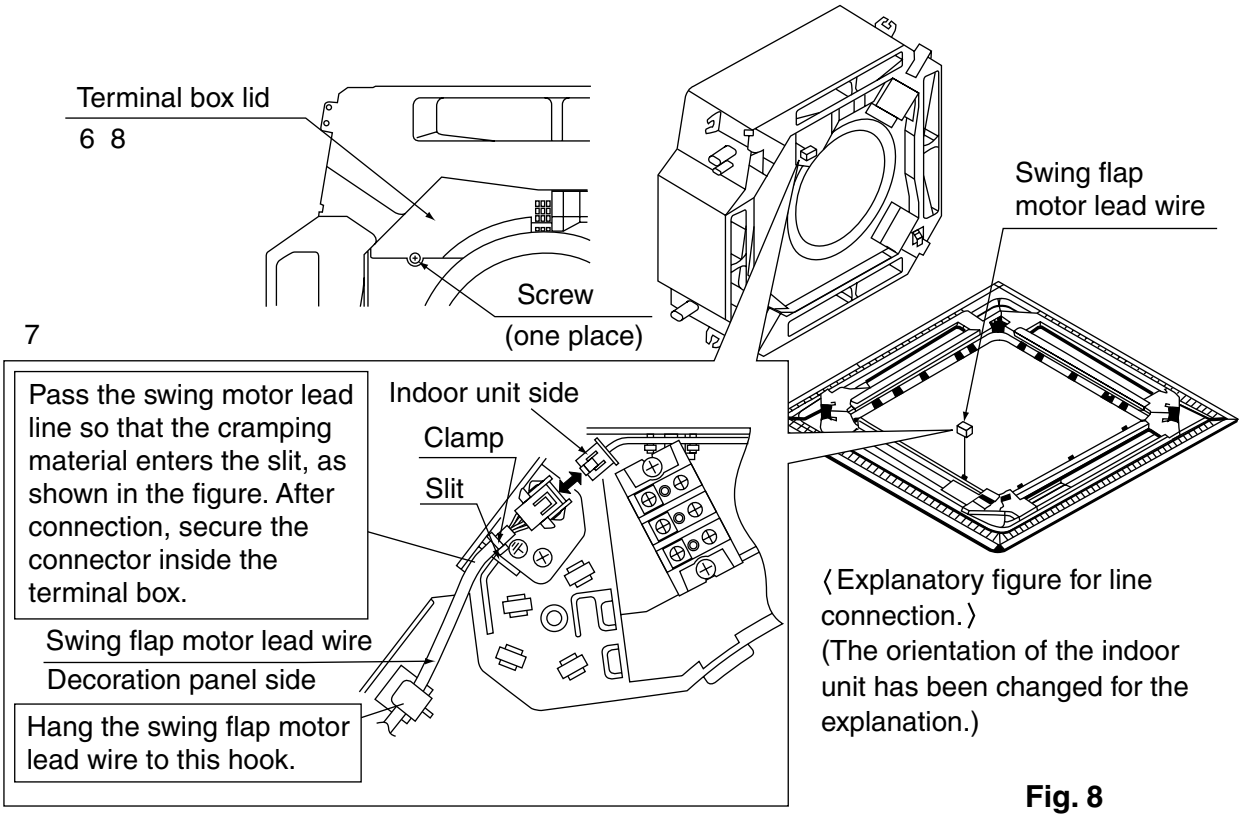

Fig. 8
(3) Wiring of the decoration panel **(Refer to Fig. 8)**